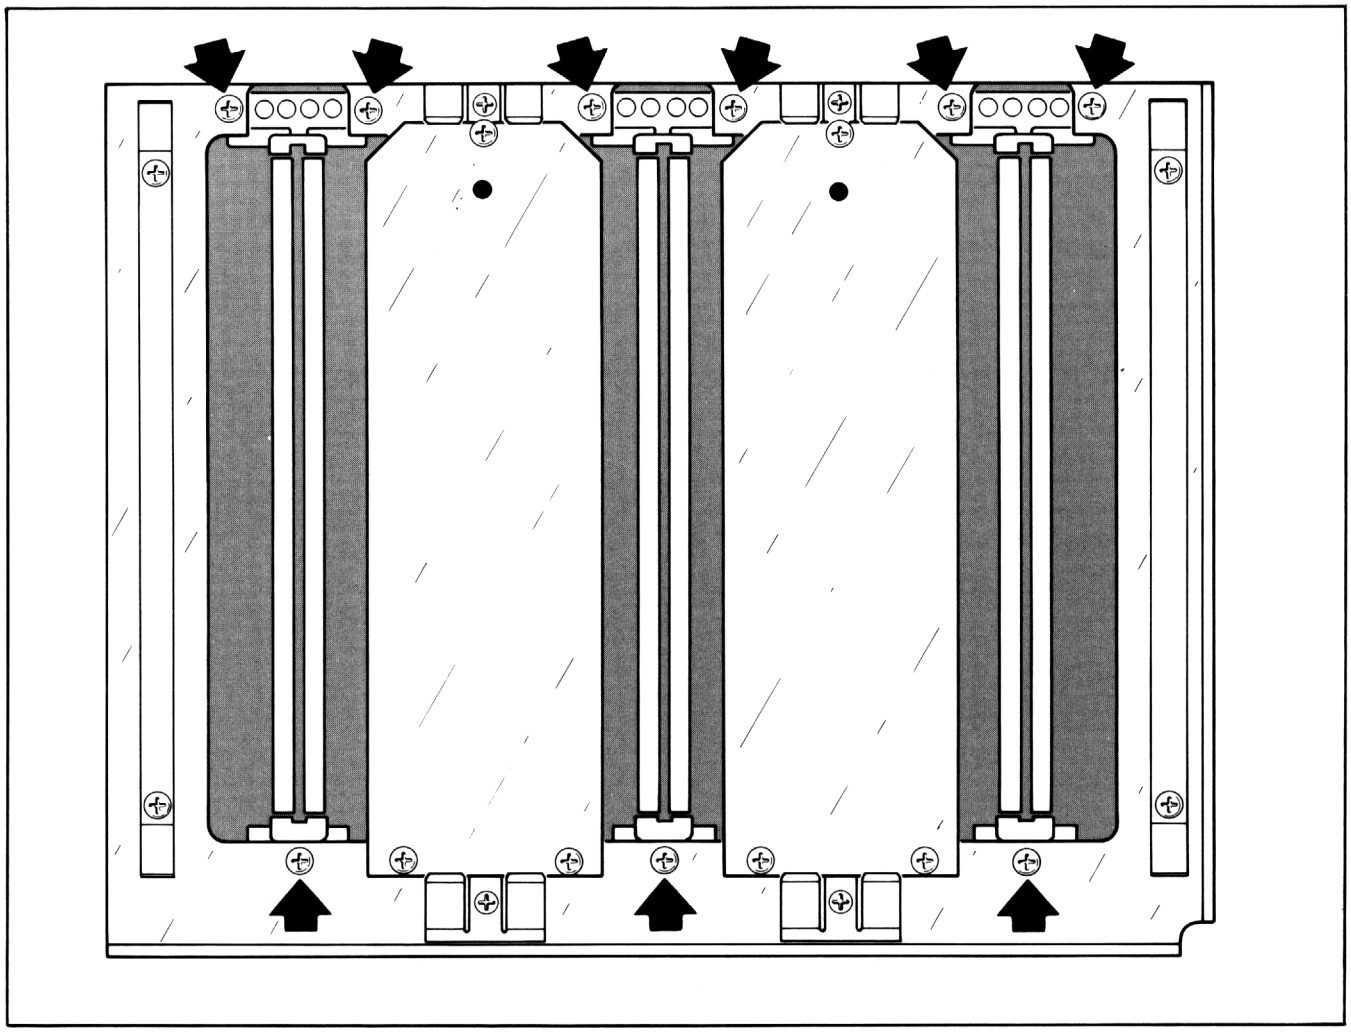

**Figure 4-14. Screws that retain the A6 Interface Board.**
3. Remove the nine screws which fasten the plug-in interface connectors to the chassis (see Fig. 4-14).